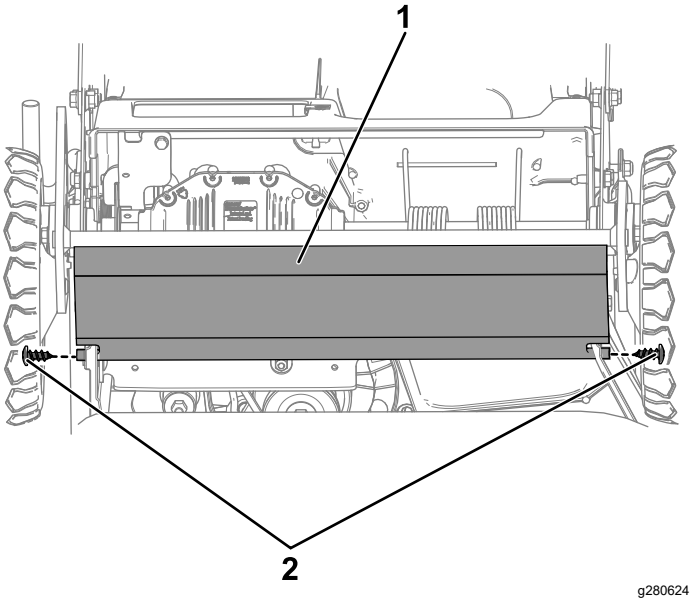

Figura 48
9. Retire el protector de arrastre retirando los 2 pernos que lo sujetan en su sitio (Figura 48).